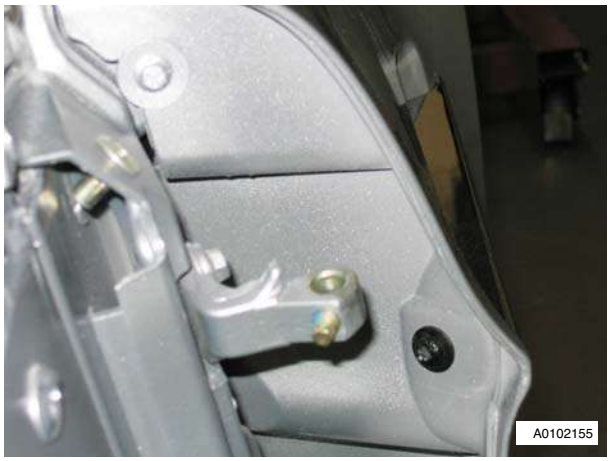

Figure 9
12. Remove side strake screw (x1) A-post (see Figure 9).